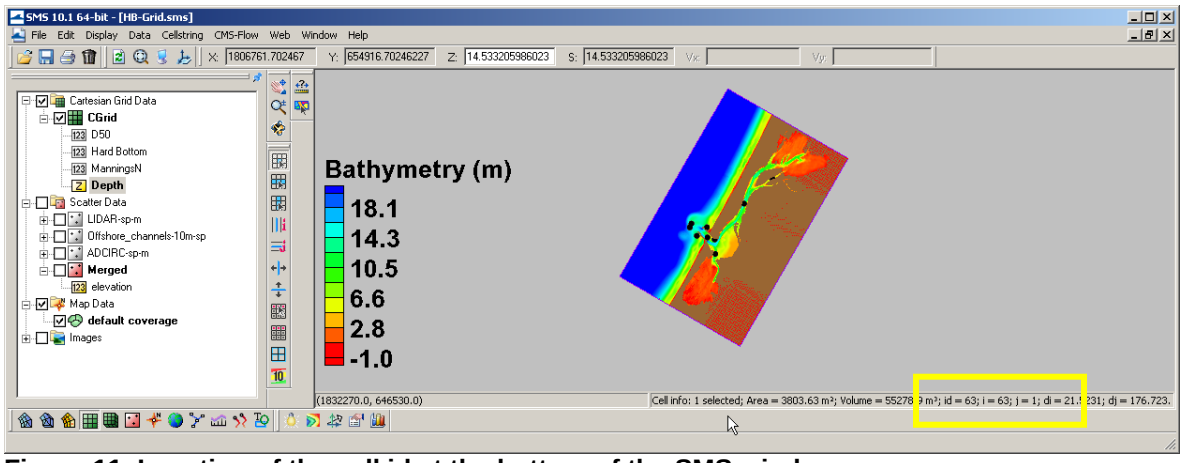

Figure 11. Location of the cell id at the bottom of the SMS window.
1. Determine the bounding cell id by looking at the corner cells (that make up the rectangular area defining the nearshore that is to be smoothed) by clicking the *Select Grid Cell* button and clicking on each cell individually, the I and J id is listed along the lower portion of the SMS window (Figure 11),